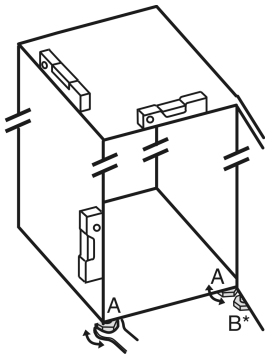

Fig. 6
▶ Skru de justerbare fødder *Fig. 6 (A)* ud ved hjælp af den medfølgende gaffelnøgle og et vaterpas, indtil hvidevaren står fast og i vater.
▶ Skru den justerbare fod *Fig. 6 (B)* på lejebukken af med den medfølgende gaffelnøgle, indtil den hviler på gulvet.
▶ Drej den justerbare fod *Fig. 6 (B)* 90° videre.